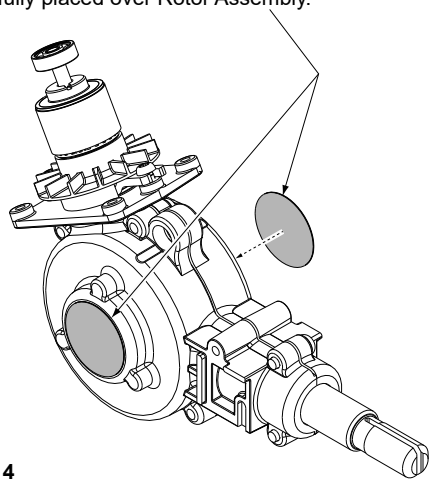

FIG. 4
11. Remove left and right alignment plug (s) and apply aluminum tape disc from kits to each side of gearcase (fig.4). **SAVE PLUGS in case rotor needs servicing or replacing.**